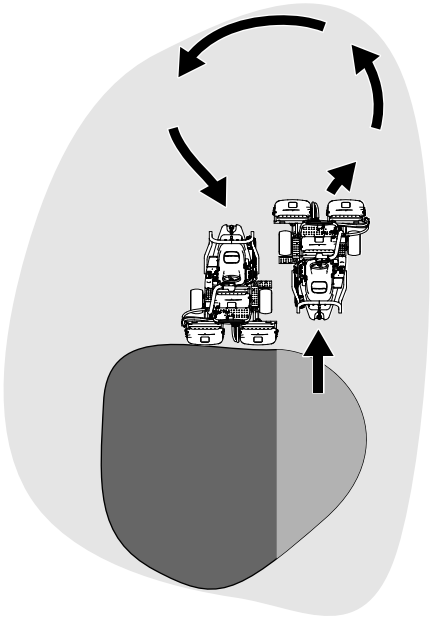

Figur 22
6. Reduser driftstiden og gjør det lettere for deg selv å begynne på neste lengde ved å snu maskinen brått i motsatt retning for deretter å snu den i den retningen du skal klippe. Denne bevegelsen er en dråpeformet sving (Figur 22), som gjør at maskinen raskt kommer på plass til neste lengde.